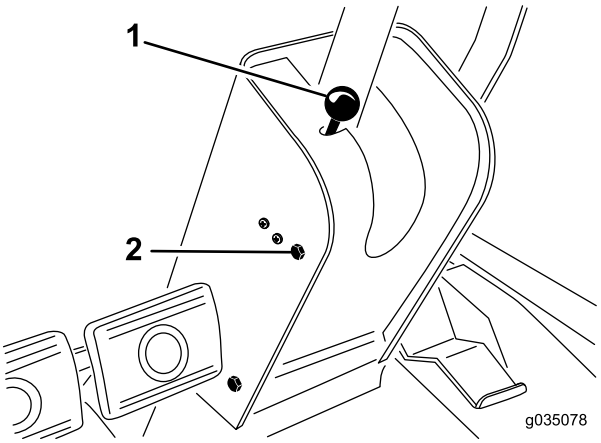

Figur 32
1. Ta bort knoppen från parkeringsbromsen och skruvarna från styrkolonnkåpan (Figur 32).